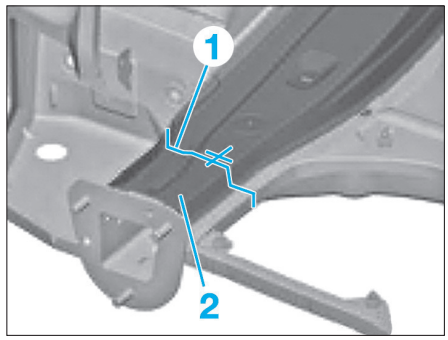
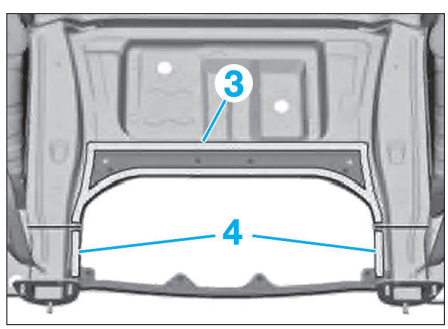
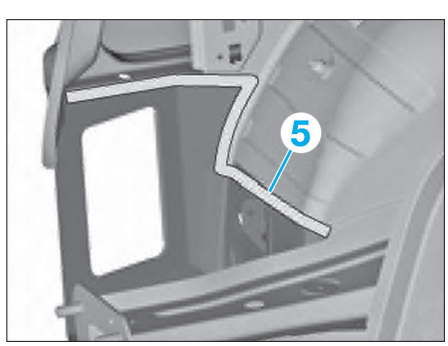
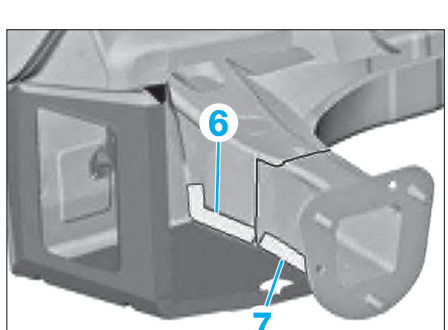

FIG. 44
FIG. 45
FIG. 46
FIG. 47
• Tracer la ligne de coupe (1) au bord de l'orifice Ø 20 mm **(Fig.44)**.
• Couper le longeron arrière (2).
• Dépointer en (3) **(Fig.45)**, (5) **(Fig.46)** et (6) **(Fig.47)**.
• Souder en (7) **(Fig.47)** et (4) **(Fig.45)**.